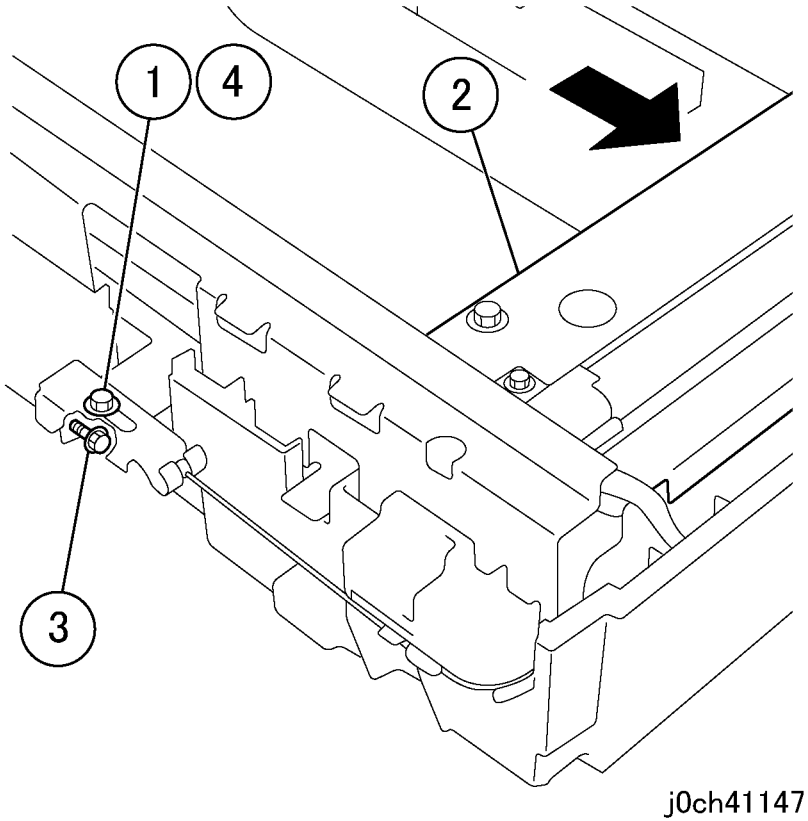

Рисунок 3 Регулировка параллельности каретки (j0ch41147)
4. Отрегулируйте узел каретки так, чтобы он был параллелен IIT под крышкой (PL 11.3) (рисунок 3).